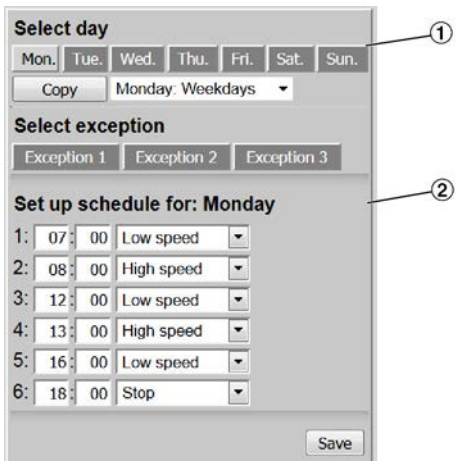

Fig. 46: Définition d'un programme journalier
6. ▸ Sélectionner d'abord un jour de la semaine (Voir la Fig. 46/1) puis les heures (1-6) et la vitesse du ventilateur.